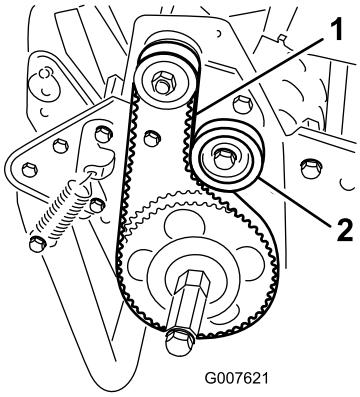

Bild 31
2. Prüfen Sie die Spannung. Bringen Sie hierfür eine Kraft von 1,8 bis 2,3 kg in der Mitte zwischen den Riemscheiben an (Bild 31). Der Riemen muss sich 6 mm durchbiegen lassen.
A. Lösen Sie die Befestigungsmutter der Spannscheibe und drehen Sie die Spannscheibe nach rechts gegen die Rückseite des Riemen, bis Sie die gewünschte Riemenspannung erzielt haben (Bild 31).